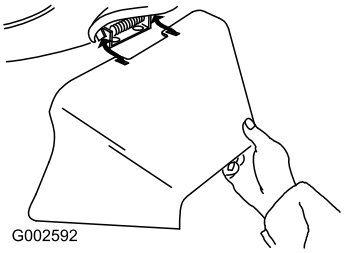

Rysunek 30
3. Zamontuj boczny tunel wyrzutowy i zamknij pokrywę tunelu (Rysunek 30).